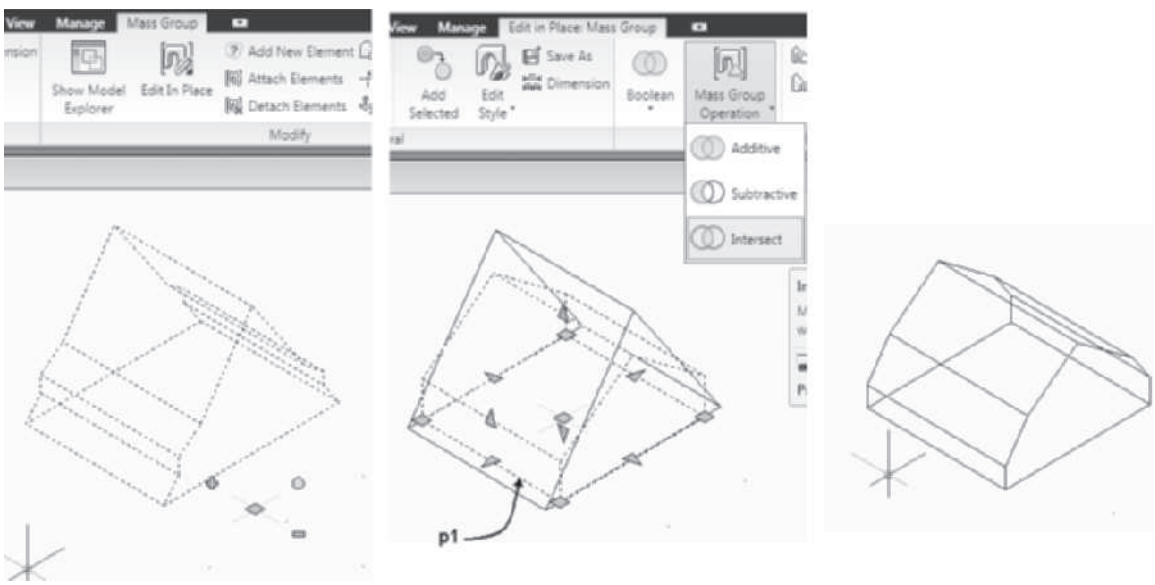

FIGURE 4.69 *Gambrel roof created with the intersect operation between mass elements*
3. Select the mass element at p1 as shown in Figure 4.69. Choose Intersect from the Mass Group Operation flyout.
The Intersect operation allows you to create custom-shaped mass elements that combine the two mass elements and retain the volume and shape that is common. The mass elements shown at the left in Figure 4.69 consist of a Gable and an Isosceles Triangle. The mass elements are combined in the mass group. The Isosceles Triangle is defined to intersect with the Gable to form a gambrel roof shape, as the mass group shows on the right in Figure. 4.69.